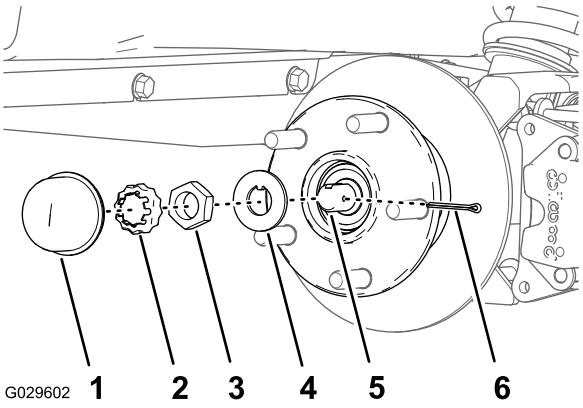
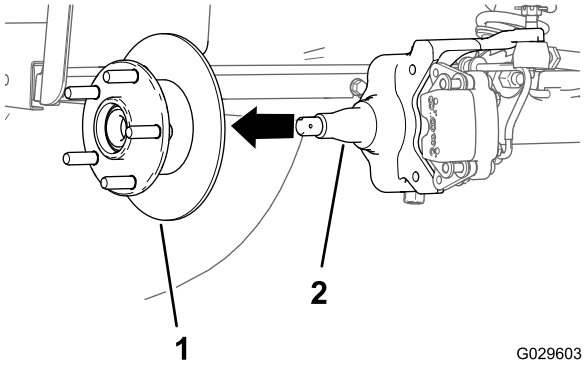

Figur 30
Figur 31
4. Ta av dammkåpan från navet (Figur 30).
5. Ta bort saxpinnen och navets hållare från spindeln och spindelmuttern (Figur 30).
6. Avlägsna spindelmuttern från spindeln och skilj sedan navet och rotorn från spindeln (Figur 30 och Figur 31).